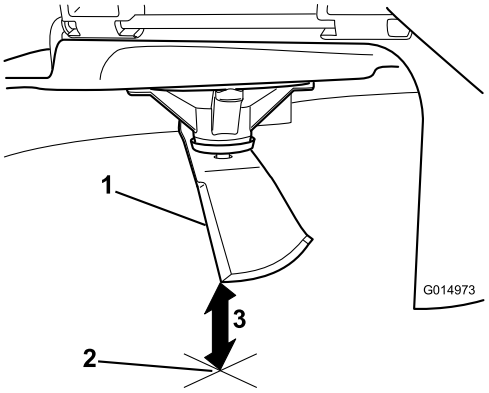

Figur 54
3. Mät från knivspetsen till den plana ytan (Figur 54).